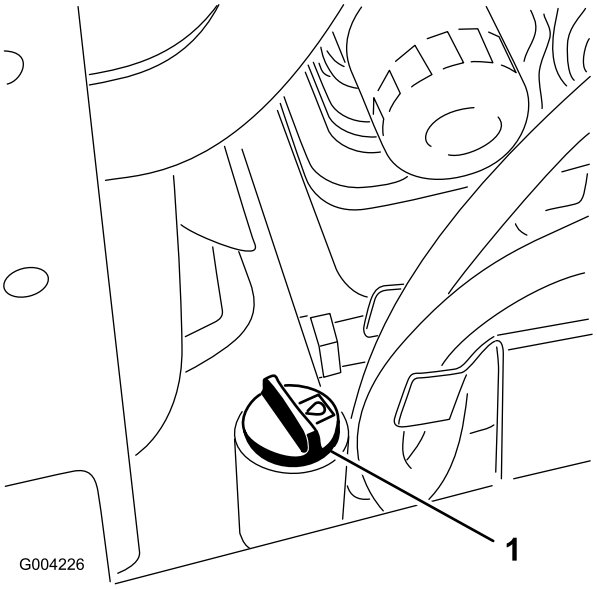

Figuur 17
5. Reinig de omgeving van de vulbuis van de hydraulische tank (Figuur 17).